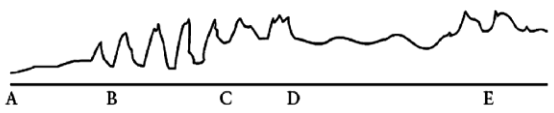

図 2　A～E カテーテル挿入中および位置設定中における圧波形（記録速度：25mm/秒）
注意：バルーンの拡張に空気を使用する場合、バルーンの破裂や動脈系への空気混入の危険性を考慮する必要がある。10cm 間隔に記された印によってカテーテル挿入部の長さを確認する。カテーテルは、圧波形を観察しながら進めること。〔図2参照〕
5. RAP 波形が現れたら（図2-A）、バルーンを最大限に拡張させる（TC664MP の場合は0.75mL、TC774MPの場合は1.5mL）。
6. カテーテルを右心房から右心室へ進める（図2-B）。右心房を通過した後にカテーテルのRVP 推移が記録されない場合は、シリンジを取り外してバルーンを収縮させ、カテーテルをゆっくりと手前へ引き戻し、再度バルーンを拡張させてカテーテルを進行させる。圧波形をモニターしながらカテーテルを肺動脈に進行させる（図2-C）。カテーテルが肺動脈内まで達しない場合は、バルーンを縮小させ、カテーテルの先端部が右心房内にくるまで引き、バルーンを再拡張させステップ4、5、6 を繰り返す。
7. カテーテルを、PCWP が現れるまで肺動脈へゆっくりと進行させる。〔図2-D〕
8. 圧波形がPCWP からPAP へと推移することをモニターしながら（図2-E）、バルーンを完全に縮小させて（シリンジを取り外して）カテーテルが肺動脈内の所定の位置にあることを確認する。PCWP が得られるまでバルーンをゆっくりと再拡張させ、必要な空気量を記録する。この値は0.5～0.75mL（TC664MPの場合）、1.25～1.5mL（TC774MPの場合）である。